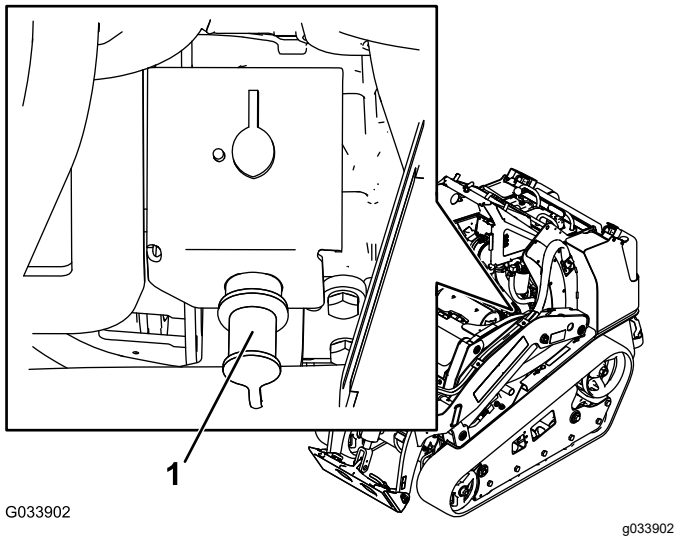

**Figura 52**
2. Retire la tapa del borne de la batería (Figura 52).
3. Conecte un extremo del cable del puente positivo (+) al borne auxiliar (Figura 52).